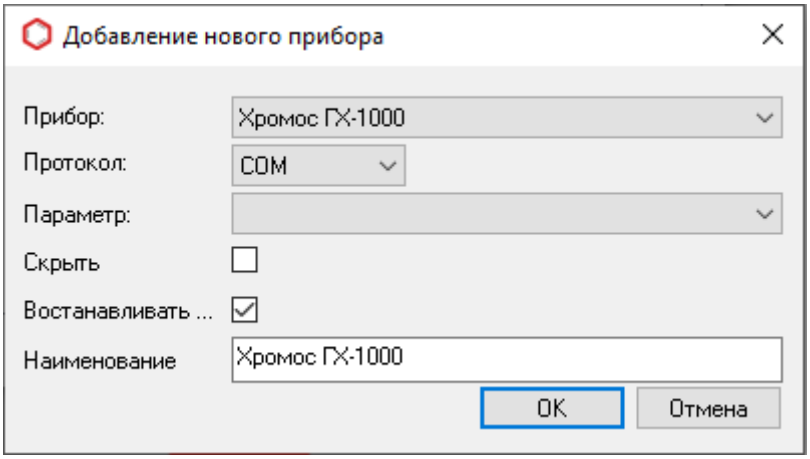

Рис. 19: Окно «Добавление нового прибора»
3. Чтобы добавить прибор, нажмите **Добавить**. Откроется окно *Добавление нового прибора* (Рис. 19):